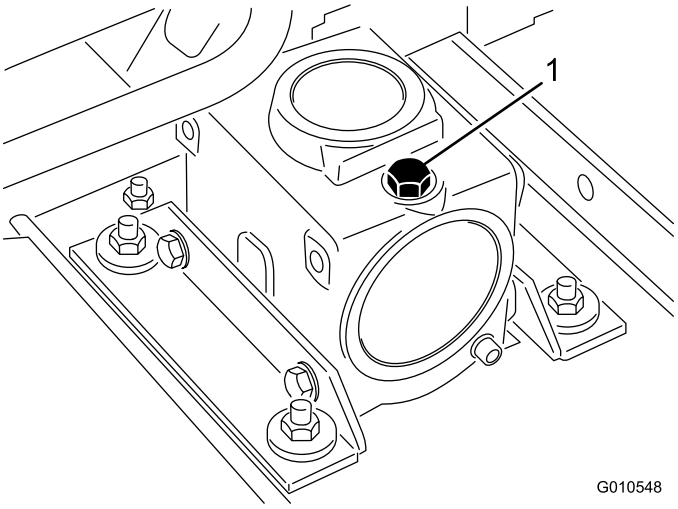

Figur 12
2. Fjern målepinden/påfyldningsproppen, der sidder oven på gearkassen (Figur 12), og kontroller, at oliestanden står mellem mærkerne på målepinden. Hvis oliestanden er lav, skal du påfylde så megen olie, at oliestanden kommer op mellem mærkerne.